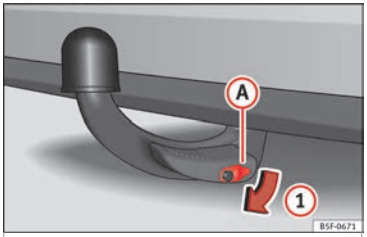

Fig. 221 Removing the lock cover.
- Remove cover (A) from the lock in the direction of arrow (1) ››› Fig. 221.